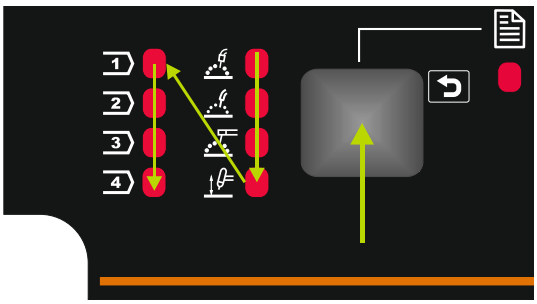

Figur 6
- Tryk igen på venstre knap [29], så hopper svejseprogramindikatoren (30 eller 31) til næste sekvens, som vist i Figur 6.